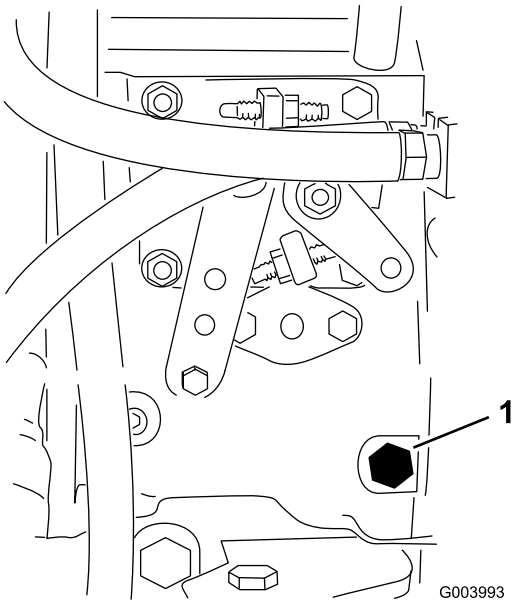

Figur 48
3. Åpne lufteskruen på pumpen for drivstoffinnsprøyting (Figur 48) med en 12 mm-skrunøkkel.